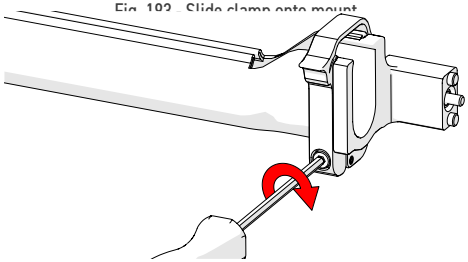

Fig. 194 - Tighten clamp screw
5. Tighten the clamp screw *(Fig. 194)*.